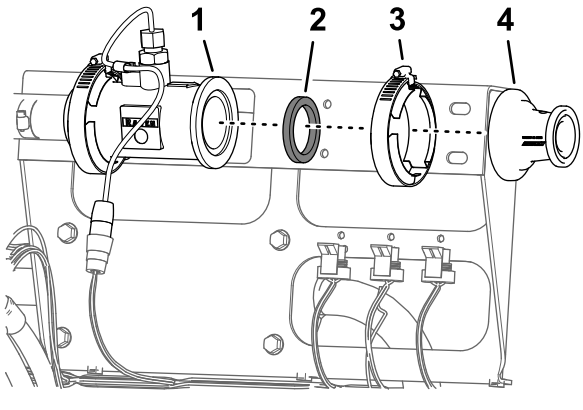

Figuur 69
6. Verwijder de flensklem van 51 mm en de pakking van 38 mm waarmee de flens van de adapter bevestigd is aan de flens van de vloeistofstroommeter (Figuur 69).